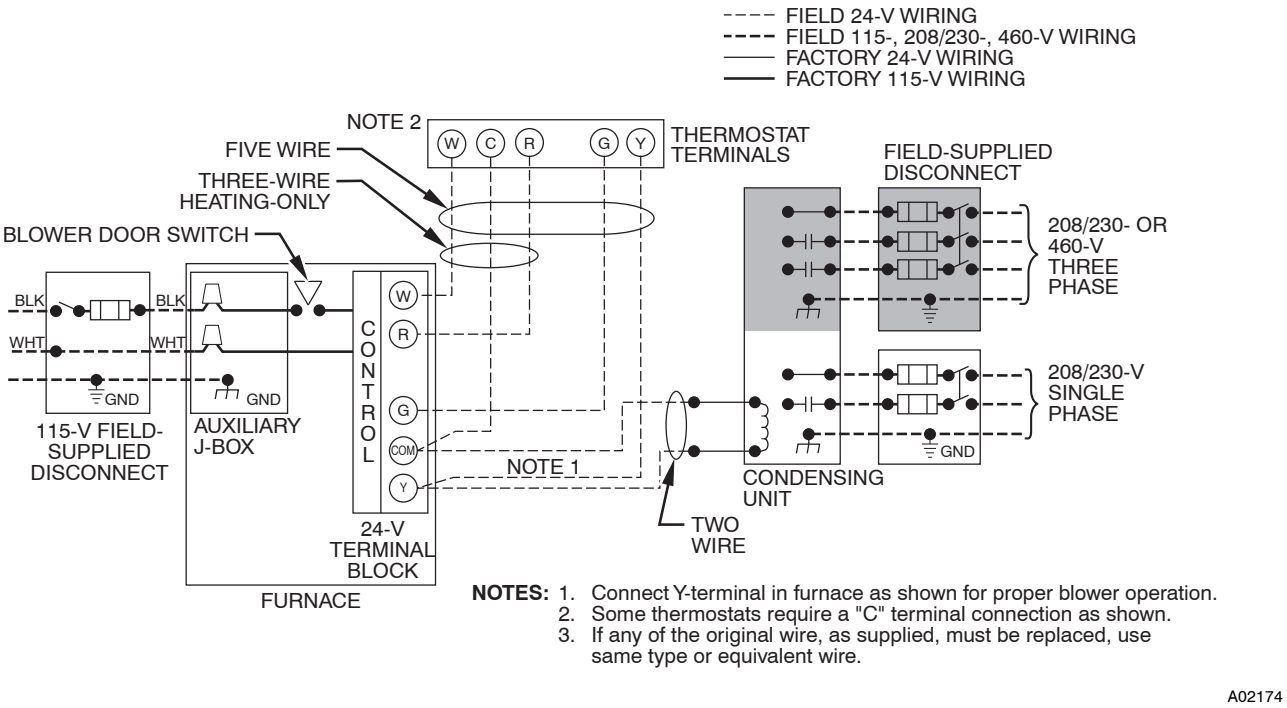
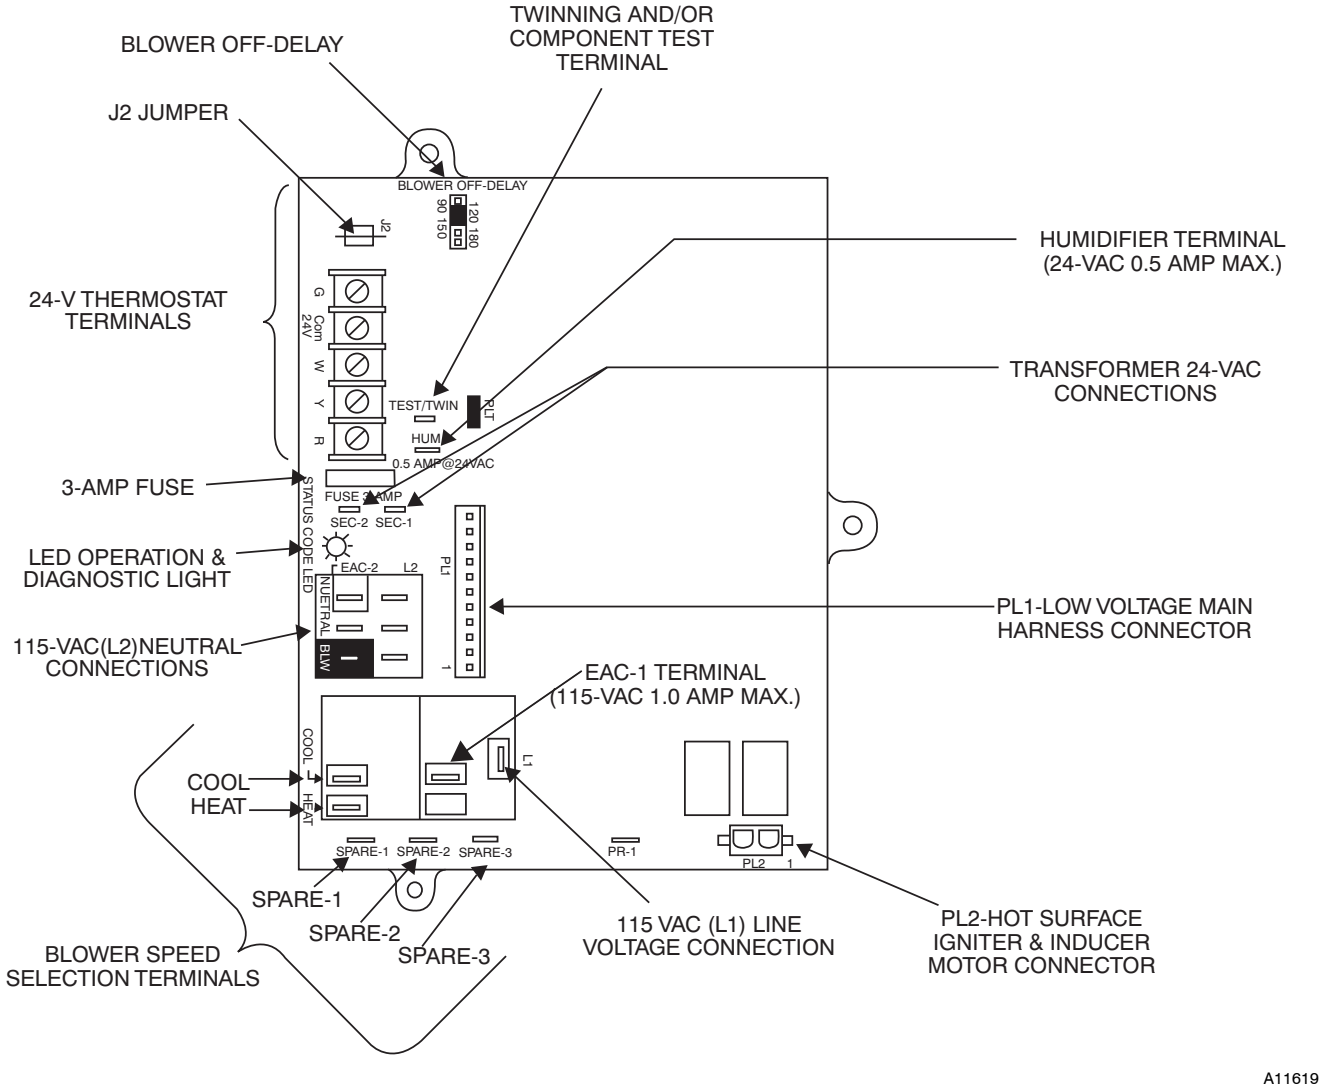

**Fig. 36 - Typical Single-Stage Wiring Diagram**
**Fig. 37 - Example of Single Stage Furnace Control**
7. Connect field power and neutral leads to furnace power leads as shown in Fig. 36.
6. Connect power cord power and neutral leads to furnace power leads as shown in Fig. 36.
5. Connect field power and neutral leads to furnace power leads. as shown in Fig. 36.
Make field 24-v connections at the 24-v terminal strip. See Fig. 37. Connect terminal Y as shown in Fig. 36 for proper cooling operation. Use only AWG No. 18, color-coded, copper thermostat wire.
The 24-v circuit contains an automotive-type, 3-amp. fuse located on the control. Any direct shorts during installation, service, or maintenance could cause this fuse to blow. If fuse replacement is required, use ONLY a 3-amp. fuse of identical size. See Fig. 37.